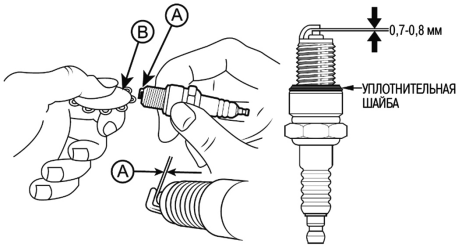

Рис. 23 Проверка зазора между электродами
4. Измерьте зазор А между электродами свечи зажигания специальным щупом В. Зазор А должен быть 0,7-0,8 мм (Рис. 23). При увеличении или уменьшении требуемого зазора, рекомендуется заменить свечу, так как регулировка зазора может привести к изменению качества искрообразования.